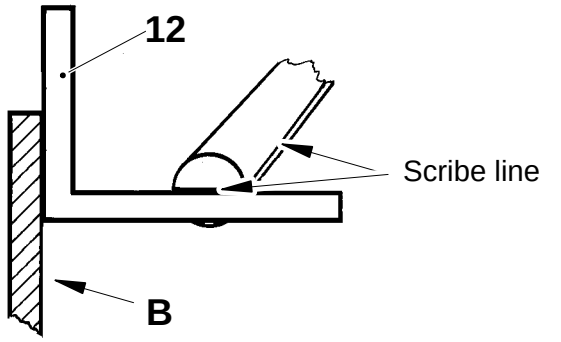

Fig. 1
Disengage the brake of the pull tab device drive motor with the lever (9). Turn the input shaft of the gear with the wheel (10) until the dial indicator shows that the indexing movement starts. Turn the shaft (3) so that it is at right angles to plane B, see fig. 1, and so that the lengthwise scribe line is positioned as illustrated.